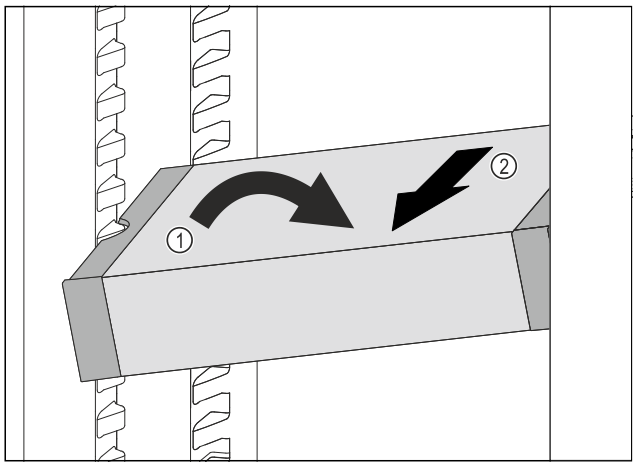

Fig. 201
▶ 在冷藏区中倾斜 VarioSafe。 *Fig. 201 (1)*
▶ 向前取出 VarioSafe。 *Fig. 201 (2)*